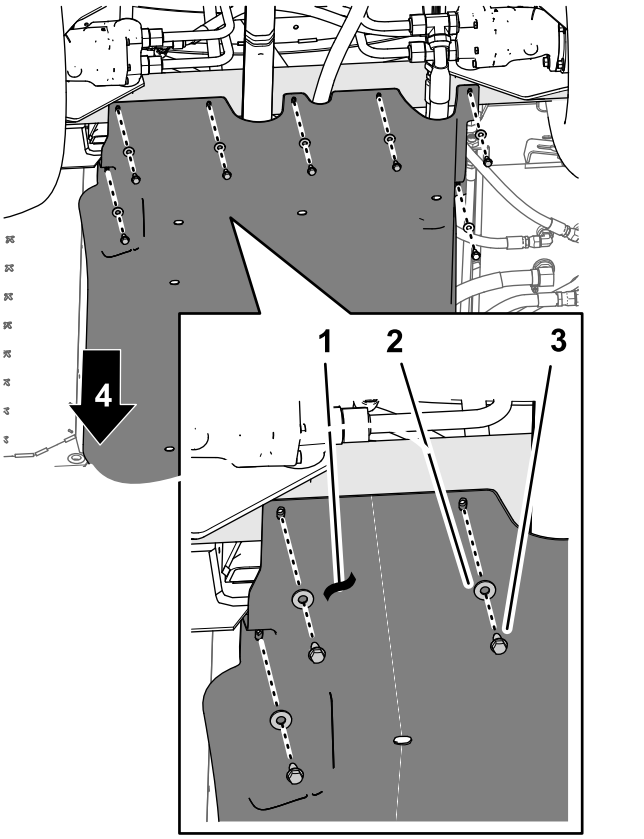

Figur 180
4. Innrett hullene i den bakre delen av understelldekslet med hullene i chassiset (Figur 180).
5. Monter den bakre delen av understellsdekslet på chassiset med de sju flenshodeboltene (5/16 x 7/8 tomme) og sju skivene (5/16 tomme) som du fjernet i trinn 1 av 12 Fjerne valgfritt understelldekselsett (side 24) (Figur 180).